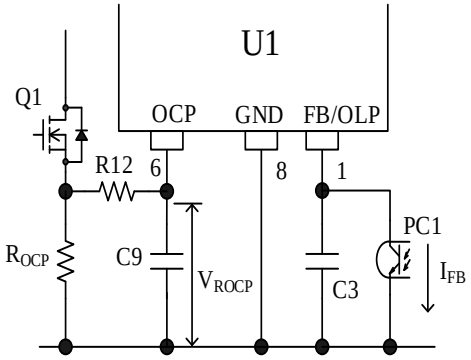
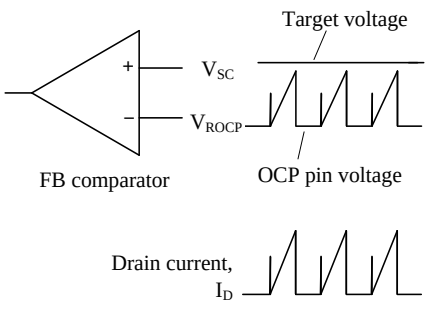

Figure 8-8. FB/OLP Peripheral Circuit
Figure 8-9. Drain Current, I_D, and FB Comparator Operation in Normal Operation
This IC compares the voltage, V_{ROCP}, of a current detection resistor with the target voltage, V_{SC}, by the internal FB comparator, and controls the peak value of V_{ROCP} so that it gets close to V_{SC}. V_{SC} is internally generated from the FB/OLP pin voltage (see Figure 8-8 and Figure 8-9).
- Add a CR filter with R12 and C9 to the OCP pin as shown in Figure 8-8.